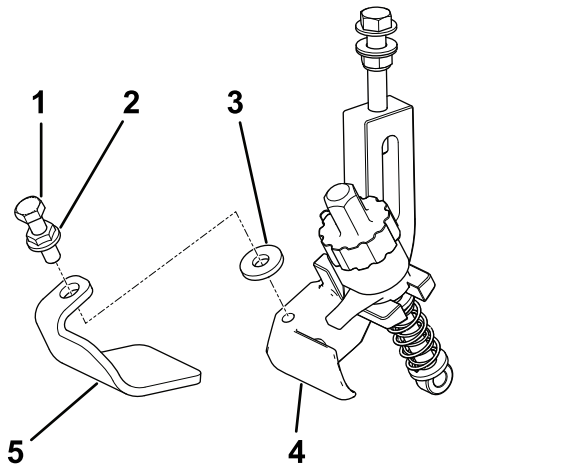

图1
2. 在滚刀组左侧用平头螺丝、凸缘螺母和垫圈将左制动块固定到左 HOC 支架总成上图1。